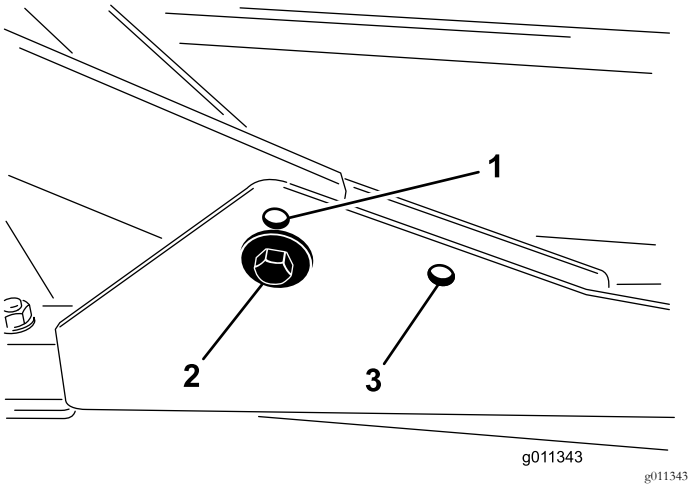

**Figura 8**
1. Per altezze di taglio comprese tra 2,0 e 7,6 cm, montate i telai portanti anteriori nei fori di montaggio anteriori inferiori (Figura 8).
2. Per altezze di taglio comprese tra 6,3 e 10 cm, montate i telai portanti anteriori nei fori di montaggio anteriori superiori (Figura 8).
Per tutte le altezze di taglio, montate il piatto di taglio posteriore nei fori di montaggio posteriori (Figura 8).